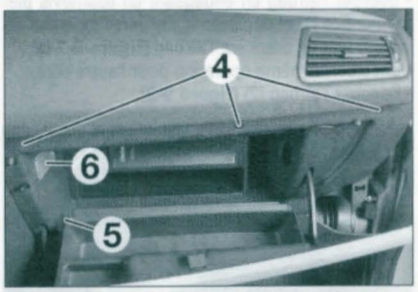

FIGURE 9-20
• Déposer les 3 vis de fixation (4) **(figure 9-20)**.
• Retirer le clip (5) **(figure 9-20)**.
• Déposer l'éclaireur (6) **(figure 9-20)**.